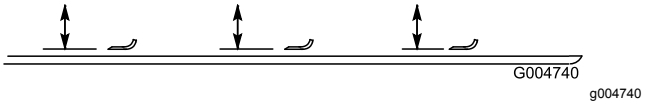

Figuur 113
2. Draai het mes tot de punten naar voren en achteren wijzen, en meet de afstand vanaf de binnenkant van het maaidek tot de voorste snijrand van het mes (Figuur 113).